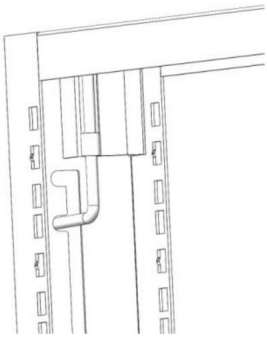

Figura 3
3. Tirare i 4 fermi della porta del set di porte (3) in posizione di sblocco come segue, pronti per assemblare il set di porte sul supporto. Vedere la Figura 3